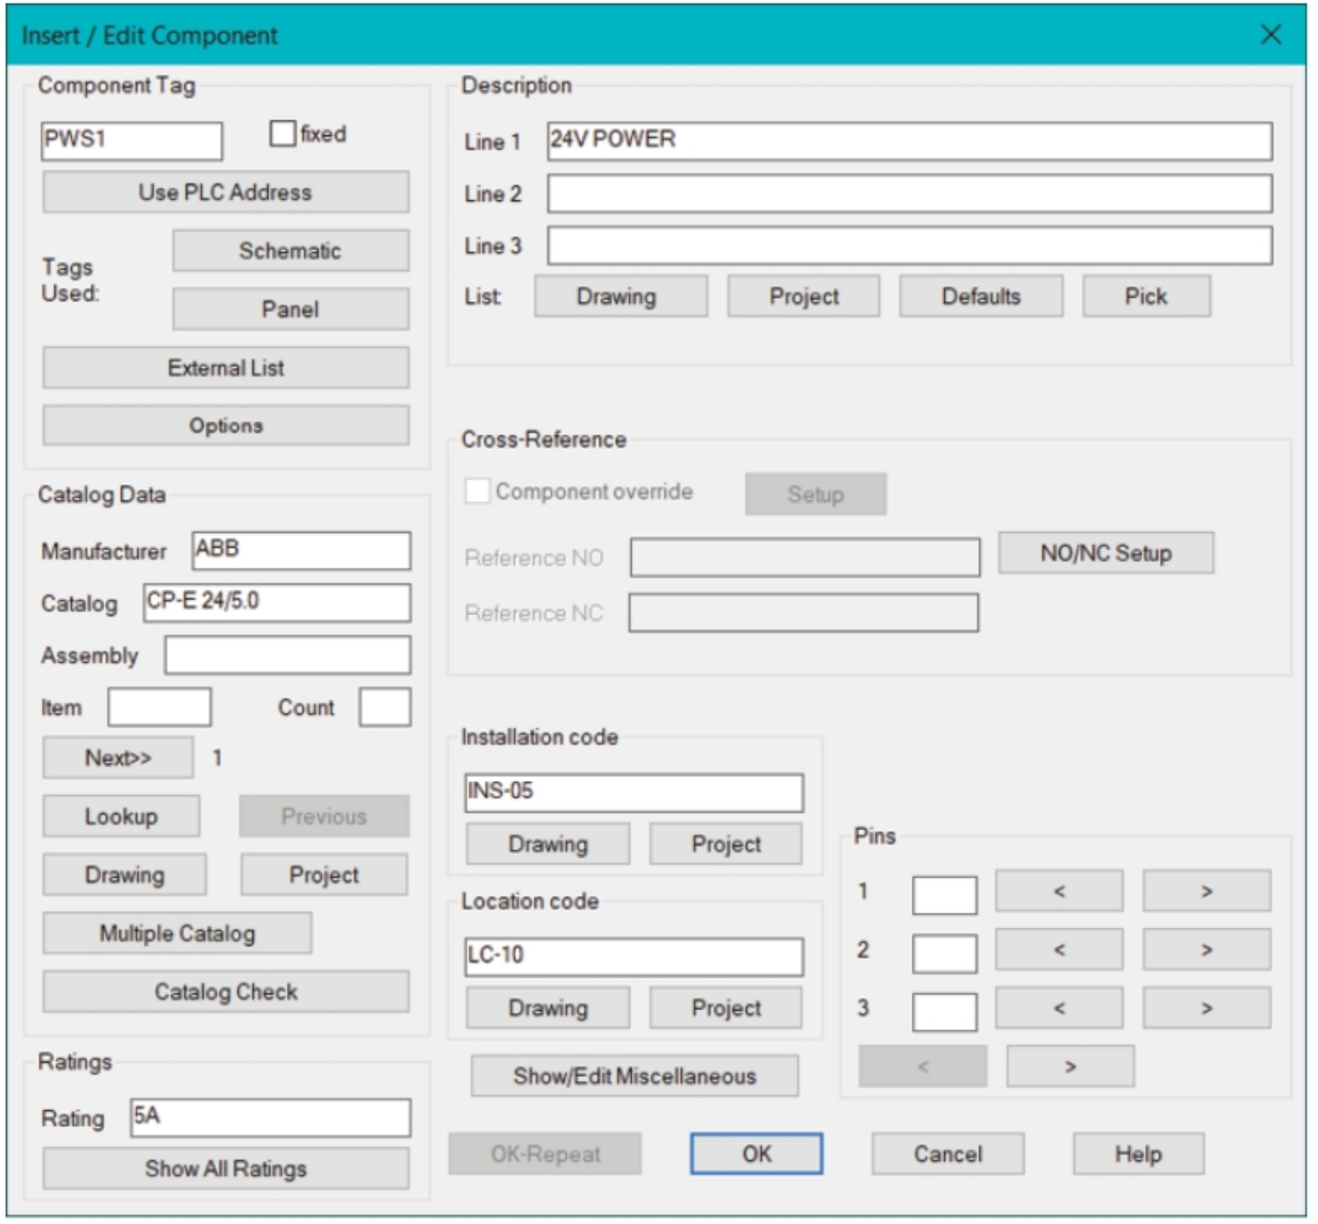

Figure-36. Parameters for 24V power supply
- Clear the pin values for pin 1, 2, and 3; and set the other parameters as shown in Figure-36.